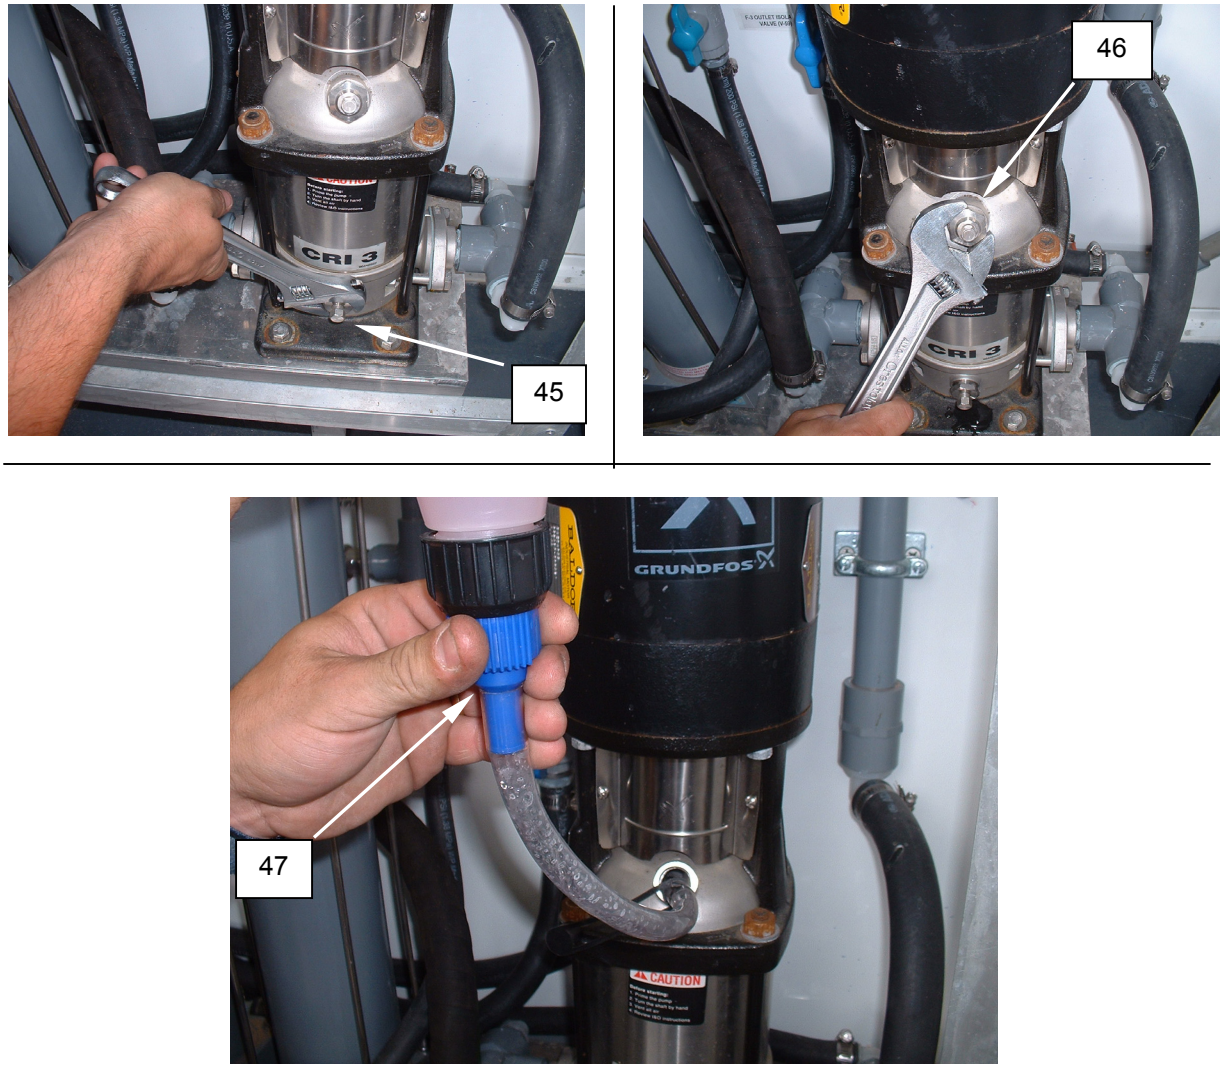

Figure 26. Add Antifreeze - Pump P-4.
1. Remove bottom drain port **(Figure 26, Item 45)** on P4 and allow any residual water to drain.
2. Reinstall bottom drain port **(Figure 26, Item 45)**.
3. Remove top fill port **(Figure 26, Item 46)**.
4. Using supplied funnel **(Figure 26, Item 47)**, add 16 oz. of antifreeze (propylene glycol).
5. Reinstall top fill port **(Figure 26, Item 46)**.